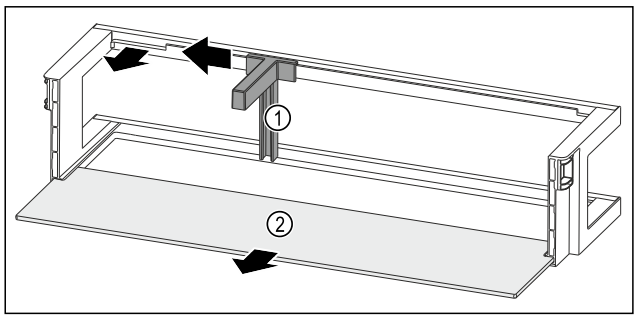

*Fig. 65 Raft montat pe ușă cu suport pentru sticle și raft*
▶ Împingeți în lateral suportul pentru sticle *Fig. 65 (1)* până la degajare.
▶ Extrageți suportul pentru sticle *Fig. 65 (1)*.
▶ Extrageți raftul *Fig. 65 (2)*.